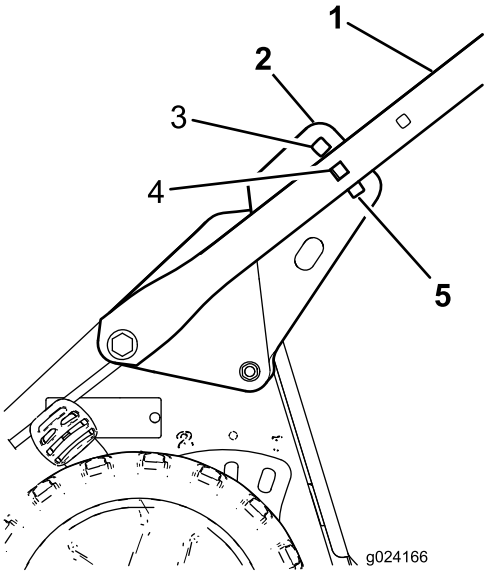

**Figuur 5**
5. Ga achter de machine staan om na te gaan hoe hoog de handgreep voor u moet staan om comfortabel te kunnen werken (Figuur 5).